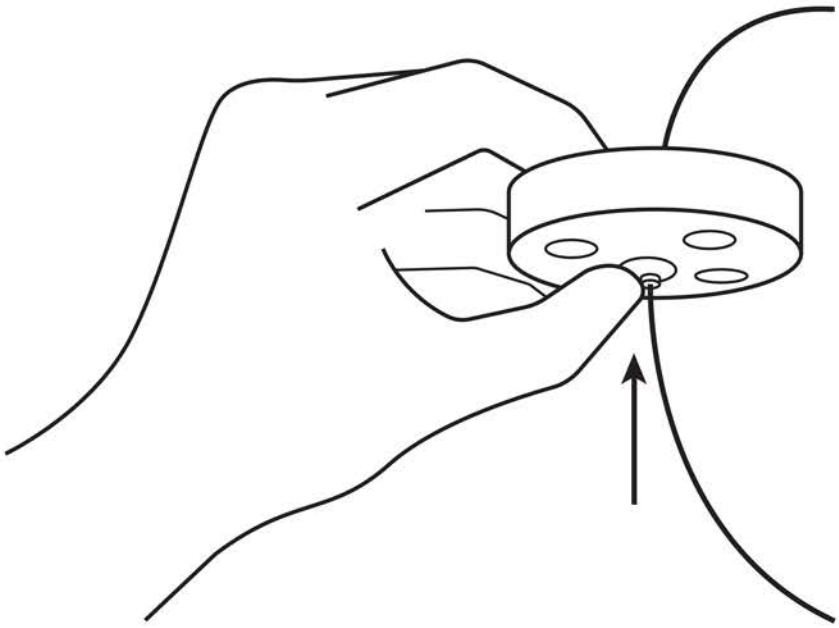

Рис. 6
5.5.3 Для регулировки длины подвеса после фиксации, зажмите центральную часть цангового фиксатора (см. рисунок 6).